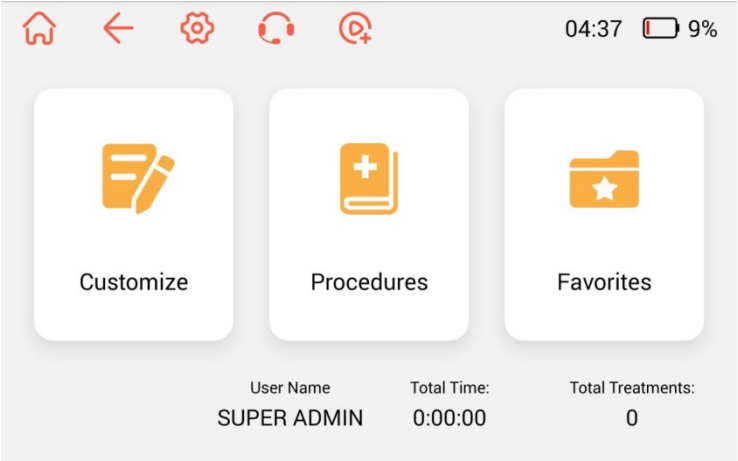
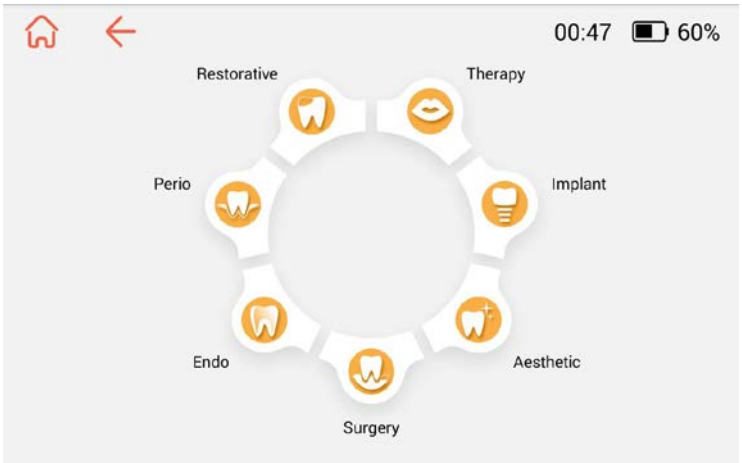
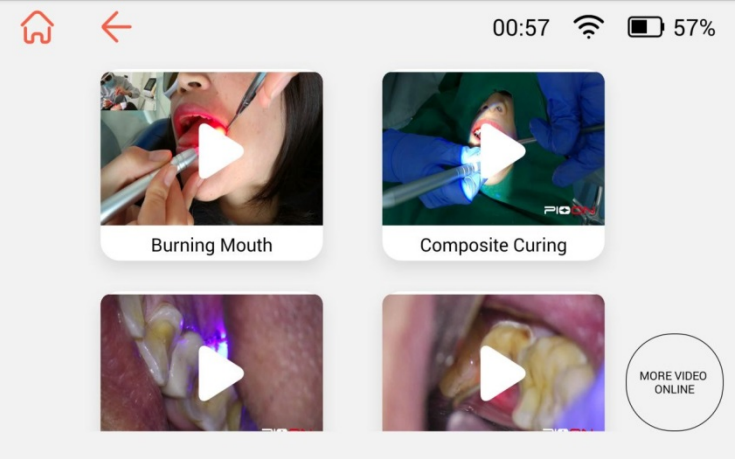

Рис.2. Основной интерфейс
Рис.4. Интерфейс выбора аутентичных протоколов
Рис.6. Интерфейс списка видео
2) Введите пароль для входа в основной интерфейс (Рис. 2), выберите протокол лечения.
4) Нажмите «Procedures» (Процедуры) в основном интерфейсе (Рис. 2), войдите в интерфейс выбора аутентичных протоколов (Рис. 4).
6) Войдите в интерфейс списка видео (Рис. 6) из основного интерфейса (Рис. 2),
7） Нажмите «Settings» (настройки) в основном интерфейсе (Рис. 2), чтобы войти в интерфейс настройки параметров.